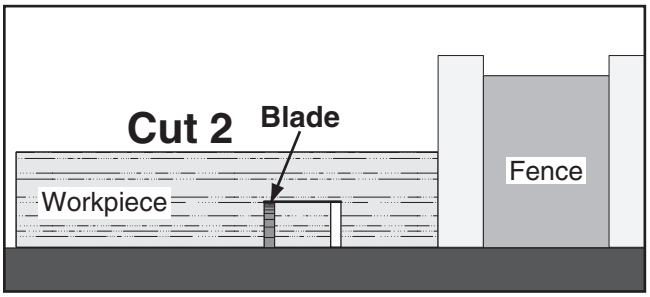

Figure 6. Second cut for a single-blade dado.
8. Repeat cutting operation on other side of dado, as shown in **Figure 6**.